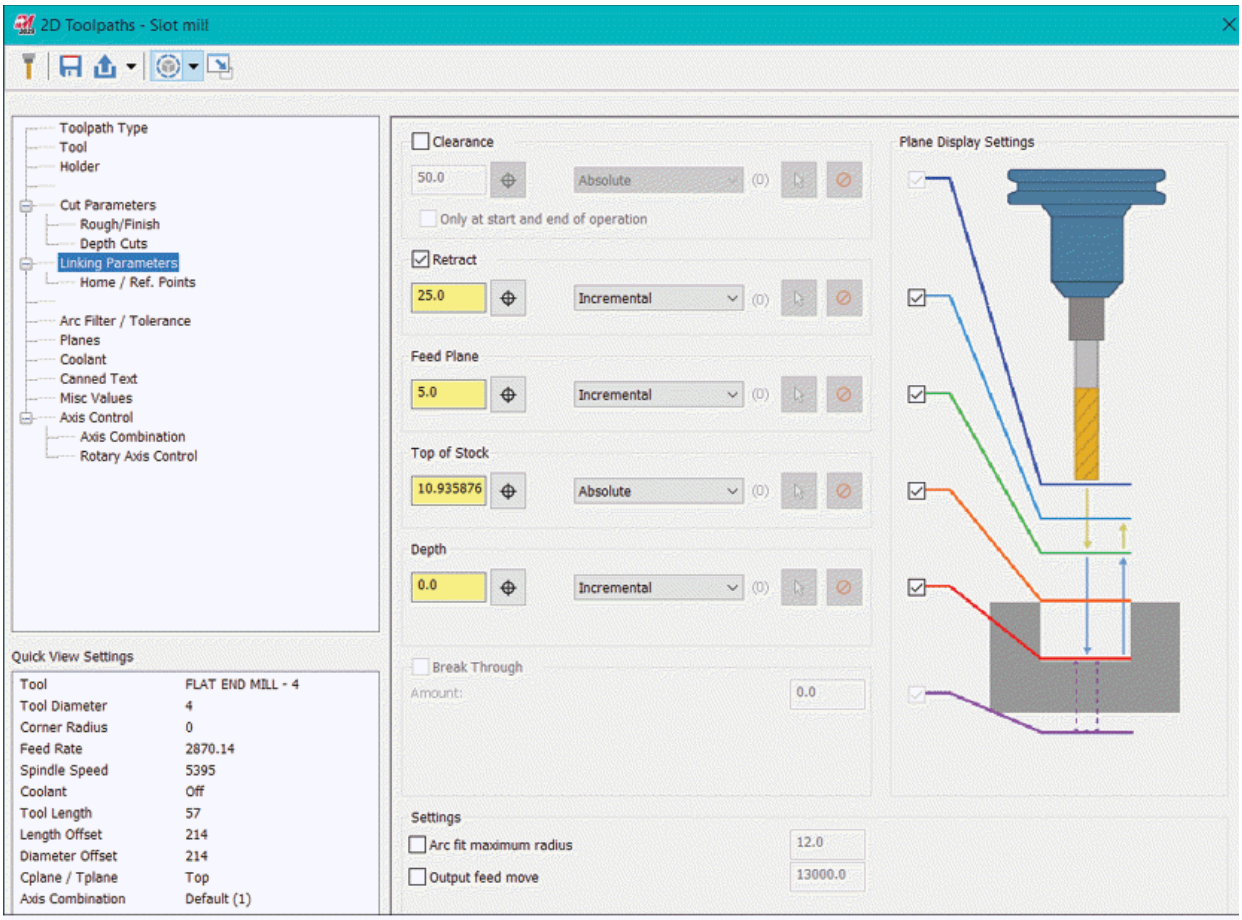

Figure-56. Linking parameters in dialog box
- Click on the **Linking Parameters** option. The dialog box will be displayed as shown in Figure-56.